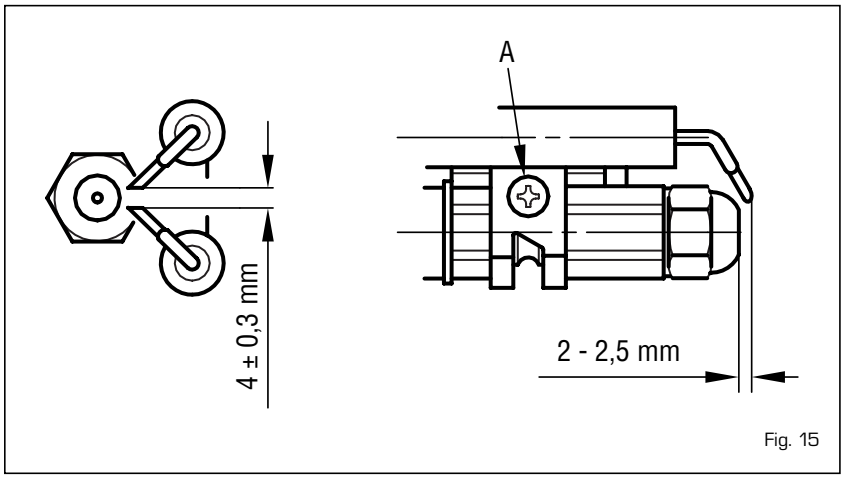

Fig. 15
4.5.2 Nettoyage de la tête de combustion (fig. 15)
Pour nettoyer la tête de combustion agir comme suit (fig. 15):
- Desserrer la vis de fixation (A fig. 15) du support des électrodes et l'enlever.